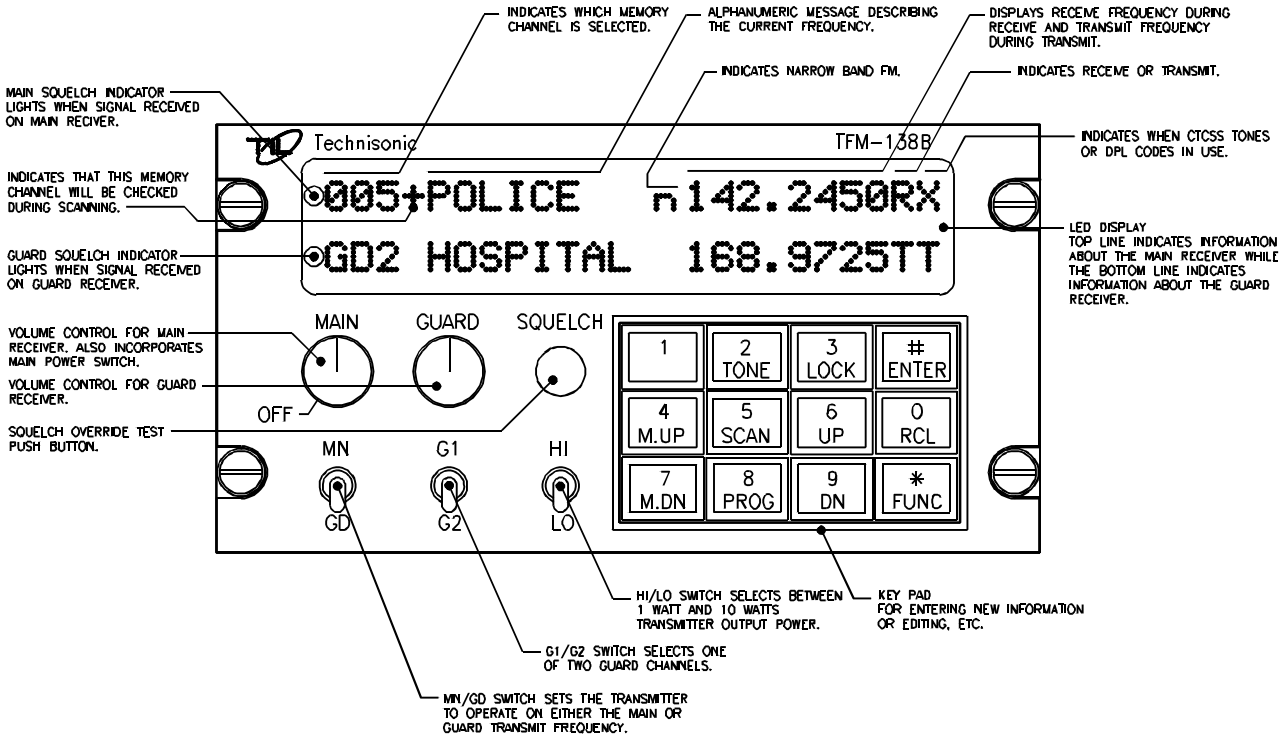

FIGURE 2-1 Operator's Switches and Controls - TFM-138B
2.2 OPERATING INSTRUCTIONS (See Figure 2-1)